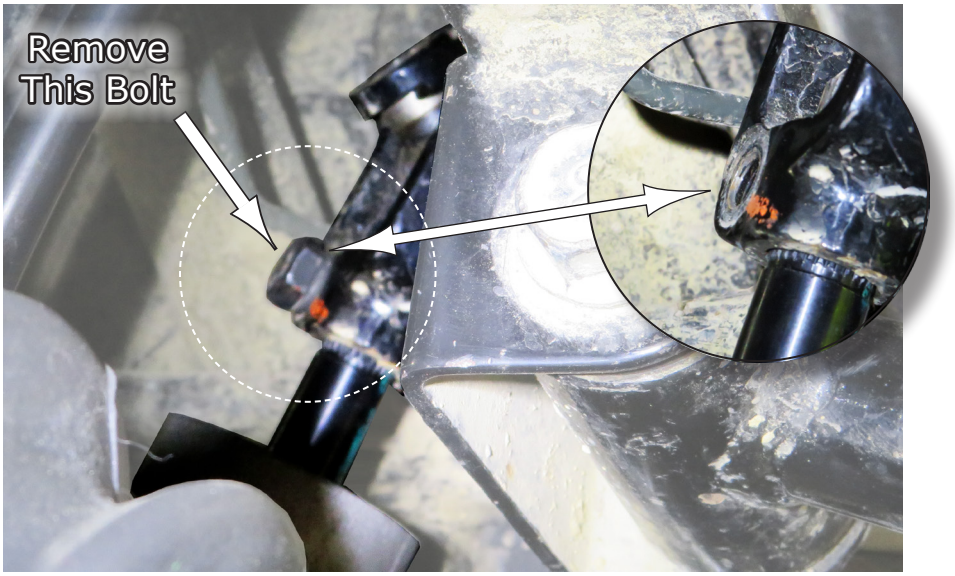

Fig.2
2.After removing the rods from both left and right sides, you will need to disconnect rack from the steering. The next Figure shows looking over the axle boot up under on the Driver's side looking back towards the firewall. Next you will remove the bolt that attaches the steering rod to the rack assembly at the rack location. See **Fig.2** for this bolt.